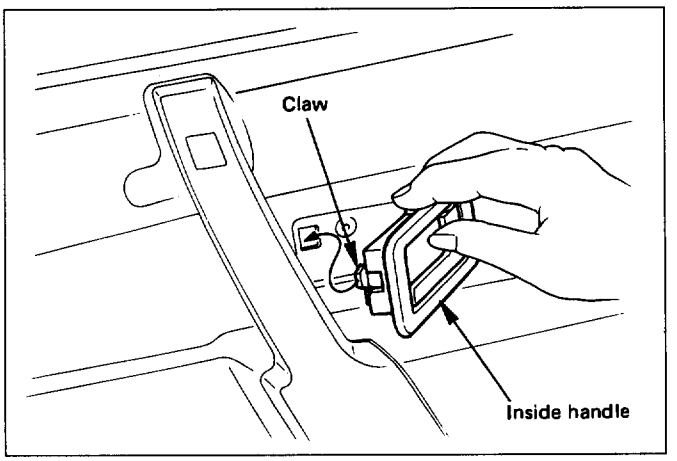

Fig. 10-41
3. Fit the claw of the inside handle securely into the hole of the door panel and fix the inside handle with the screw. (Fig. 10-41)